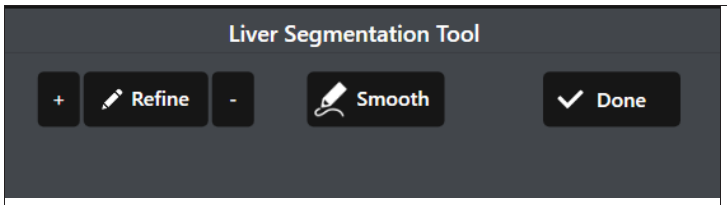

Figure 6.11 *Edit Liver Mesh Tools*
5. Use the Edit liver mesh tools as shown in figure 6.11 below to edit the mesh shown in yellow color in the axial view